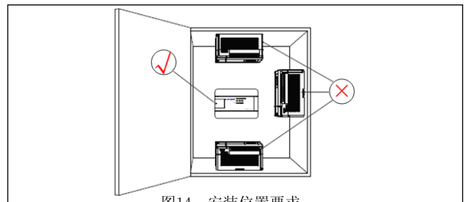

图14　安装位置要求
- ▸ 为了防止温度上升，请勿采取地面、天花板及垂直方向的安装方式。请按照图14所示，水平安装在电气柜的背板上。
PLC须水平安装在电气柜的背板上，上下方向安装并保持PLC与上方和下方的设备或柜壁的距离不小于15cm。其他方向安装均不利于PLC自身散热，为不合适安装方式，且PLC下方也不可有发热设备。如图14所示。